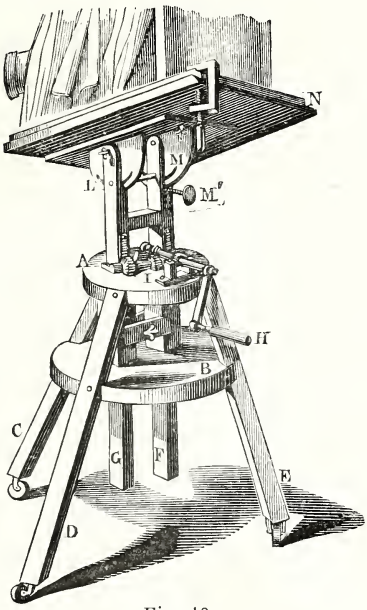

Fig. 10.
45. — Quant à l'artiste qui en fera son occupation principale et le but de ses efforts, il devra bientôt remplacer son trépied par un pied d'atelier CDEH (fig. 10) plus solide, mais plus lourd, et présentant plus de facilité surtout pour mouvoir une chambre